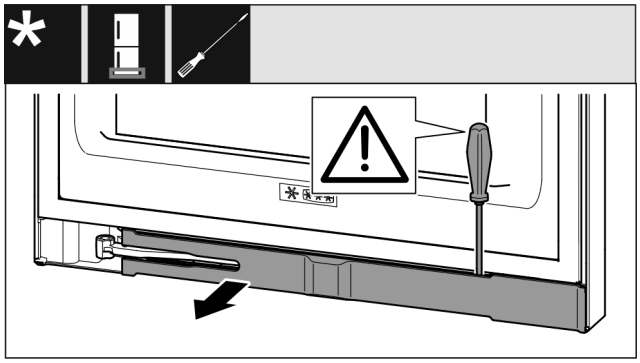

Fig. 17
▶ Blende mit Schlitzschraubendreher ausrasten und zur Seite schwenken. (siehe Fig. 17)